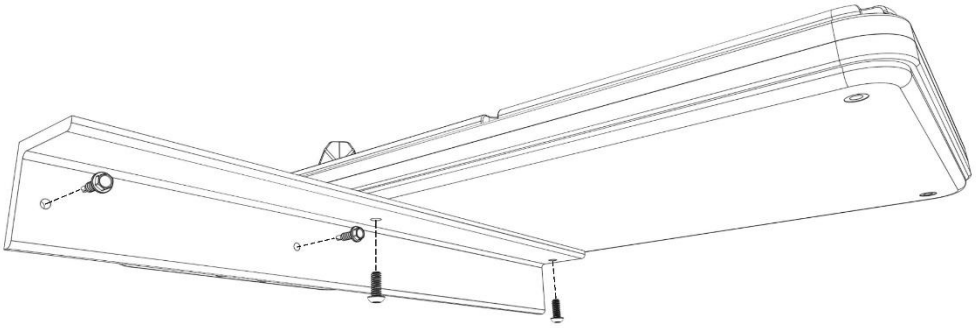

Figure 7-3: Mounting ARES to a purlin or rail using the Purlin Bracket Kit
2. Mount the ARES device using the ¼-20 button head screws to the bracket at approximately 10 in-lbs torque. See Figure 7-3.